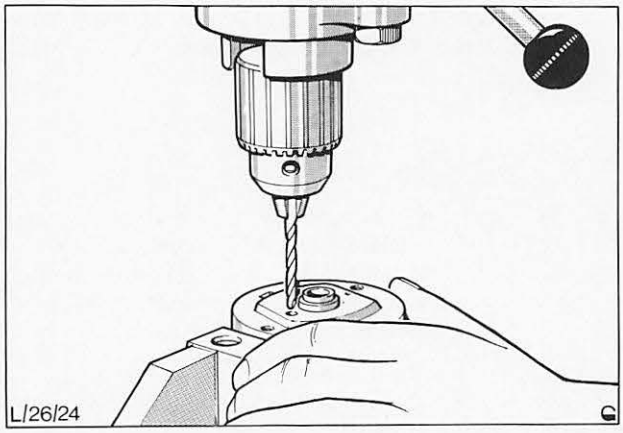

Abb. 23 Nieten – Bürstenhalter ausbohren
11. Zum Abnehmen des Bürstenhalters beide Nieten ausbohren, die diesen am Kollektorlagerschild festhalten. Bürstenhalter und Dichtung entfernen, Abb. 23.